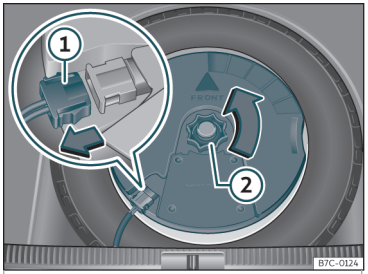

Fig. 217 Nel bagagliaio: smontare il subwoofer.
- Scollegare il cavo dell'altoparlante *subwoofer*››› **fig. 217** ①.
- Ruotare la manopola di fissaggio in senso antiorario››› **fig. 217** ②.